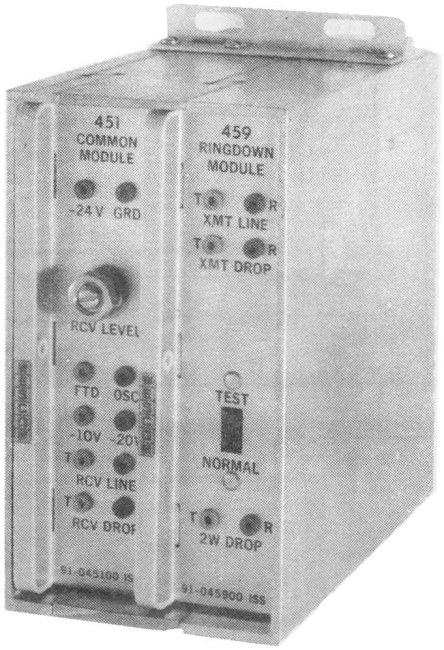

Figure 1. 459 FRD Inband Signaling System
1.02 The 459 FRD Inband Signaling System (Figure 1), comprised of the 451 Common and 459 FRD modules, is used to provide SF signaling over a 4-wire, voice-grade facility.